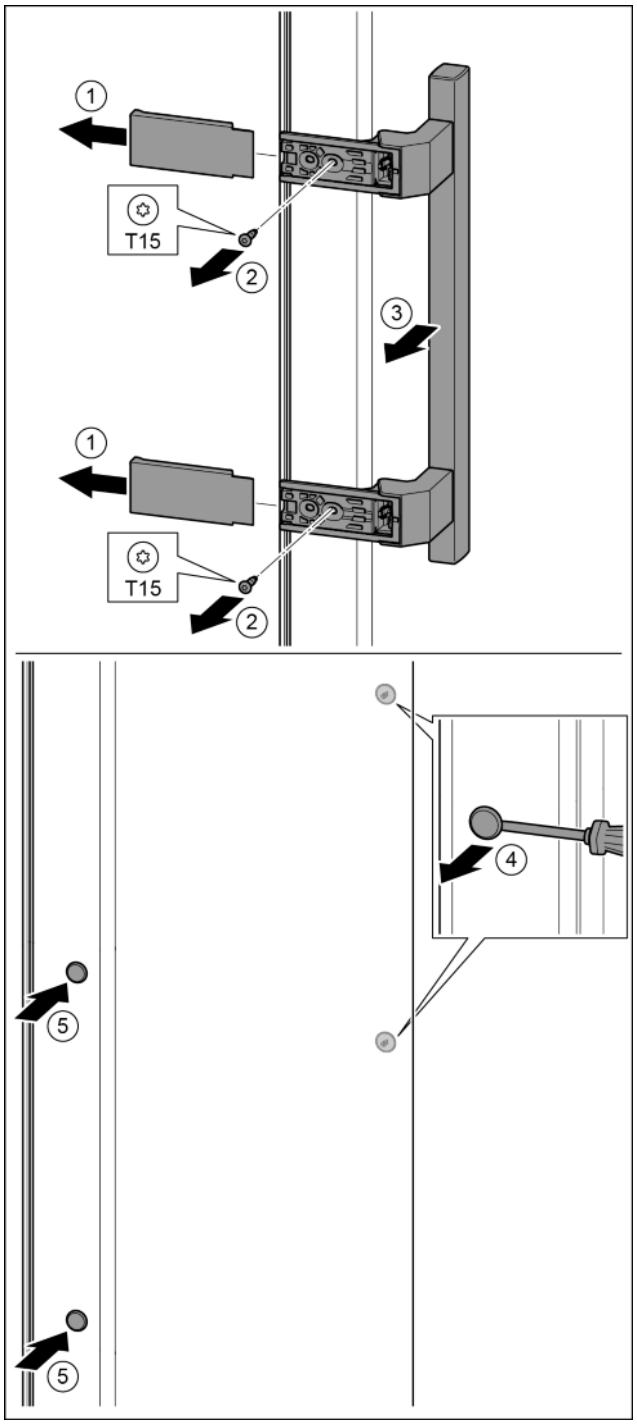

Fig. 38
- ▶ Retirer le cache. *Fig. 38 (1)*
- ▶ Desserrer les vis avec un tournevis T15. *Fig. 38 (2)*
- ▶ Déposer la poignée. *Fig. 38 (3)*
- ▶ Soulever délicatement le bouchon latéral avec un tournevis plat et le sortir. *Fig. 38 (4)*
- ▶ Remettre en place le bouchon de l'autre côté. *Fig. 38 (5)*